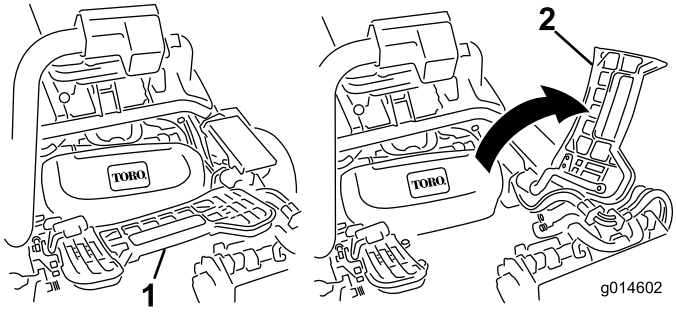

**Figur 32**
1. Løft opp fothvileren og drei den åpen, slik at man kan komme til midtstillingen til klippeenheten (Figur 32).